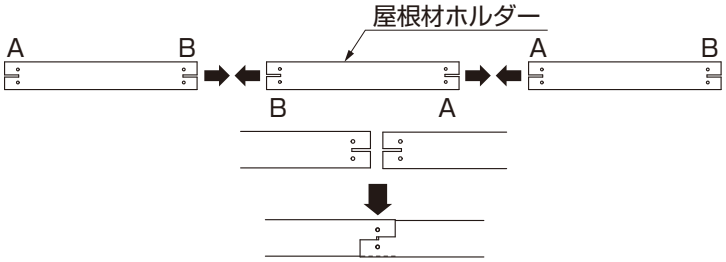

図5-11
- ●2本目以後の取付けは、1本目の屋根材ホルダーと反対向きにして、切り込み部分をかみ合わせるように取付けてください。(図5-11参照)